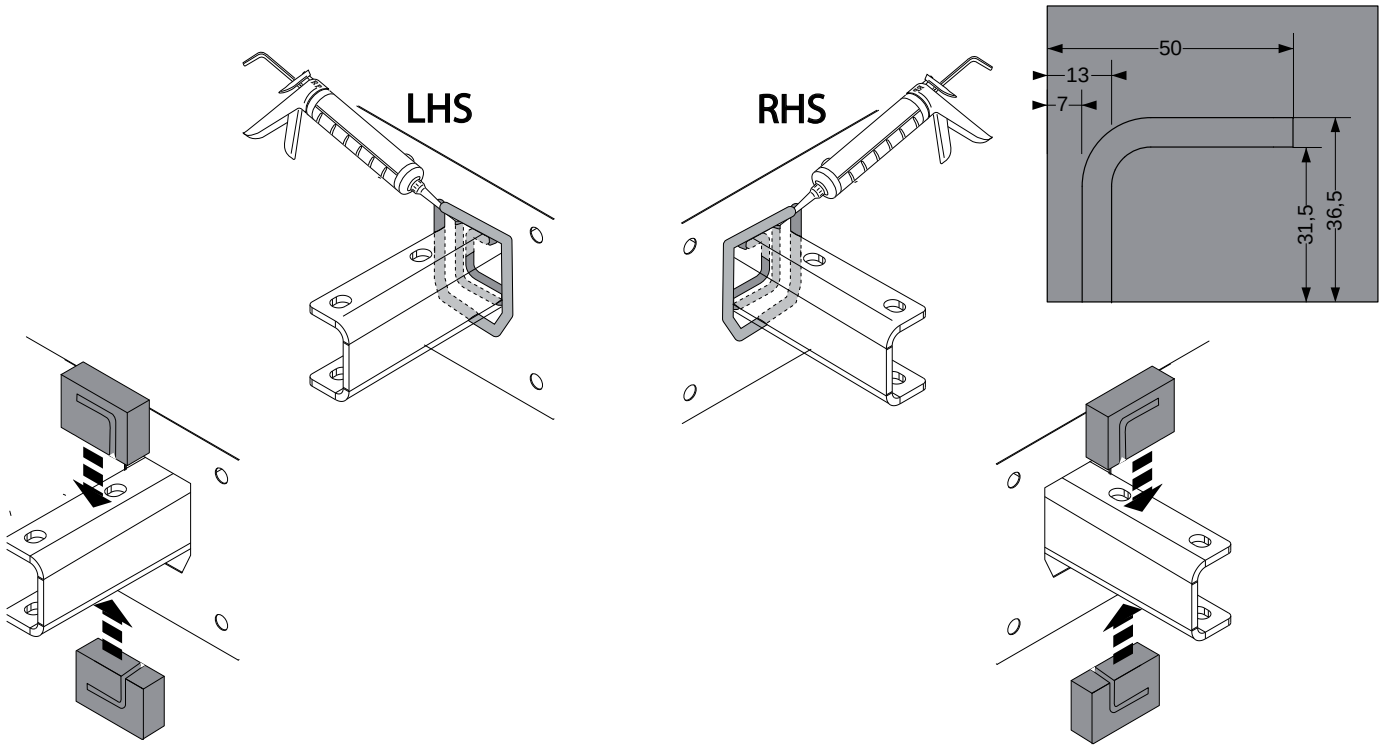

Fig.1
5. В качестве уплотнен ия, вставить четыре полиэтиленовых элемента в балки шасси. См. рисунок 1.